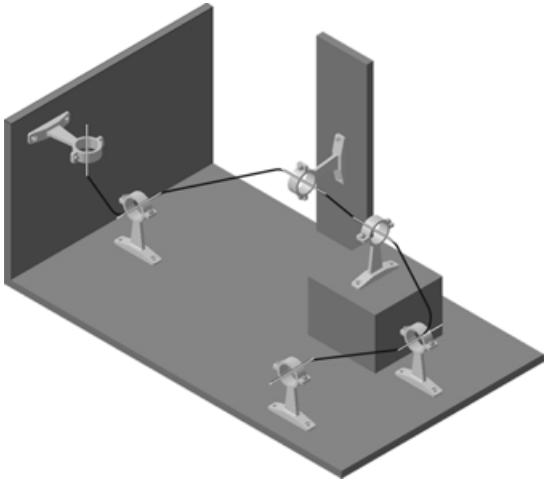

Рис. 8.69
- Нажмите кнопку **Создать объект** — система выполнит построение пространственной кривой (рис. 8.69).